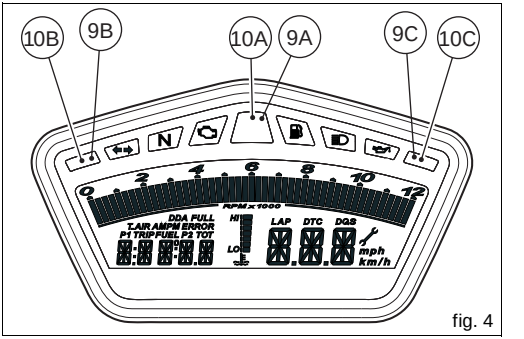

fig. 4
10) TRACTION CONTROL LIGHT (RED) (fig. 4)